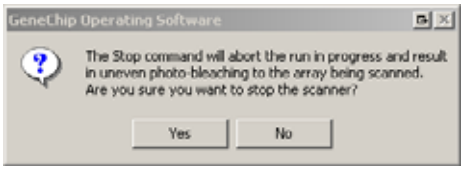

Figure 8.21
2. At the prompt, click **Yes** to stop the scanner or **No** to cancel stopping **(Figure 8.21)**.